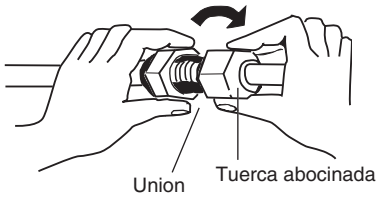

Fig. 5-5
(3) Para realizar una conexión adecuada, alinee el tubo de unión y el tubo abocinado rectos entre sí, y enrosque entonces un poco al principio la tuerca abocinada para obtener un acoplamiento suave. (Fig. 5-5)